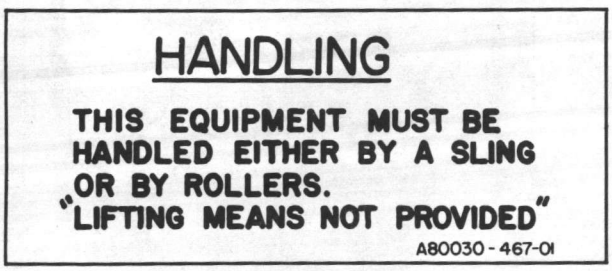

Figure 2
b. When lifting angles are not supplied, rollers, slings or other means of handling the shipping section are necessary. The label shown in Figure 2 is affixed to each of these shipping sections. The pallets furnished with these sections can be moved on rollers without removing the shipping section from the pallet. The pallet is also wide enough for the shipping section to be lifted with a fork truck. All switchboard sections are furnished with base channels which are also suitable for use with rollers.